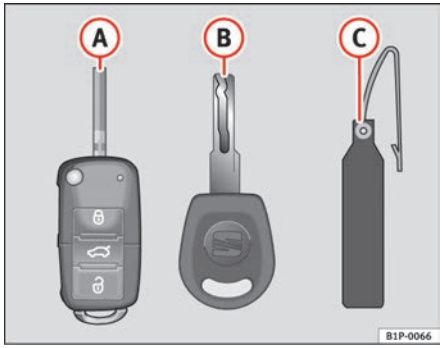

Fig. 41 Set of keys
- a remote control key ⇒ fig. 41 (A)
- a key without remote control (B),
- one plastic key tab (C) with the key number.
Duplicates can only be issued with the key number on the key tab ⇒ fig. 41 (B). Therefore: